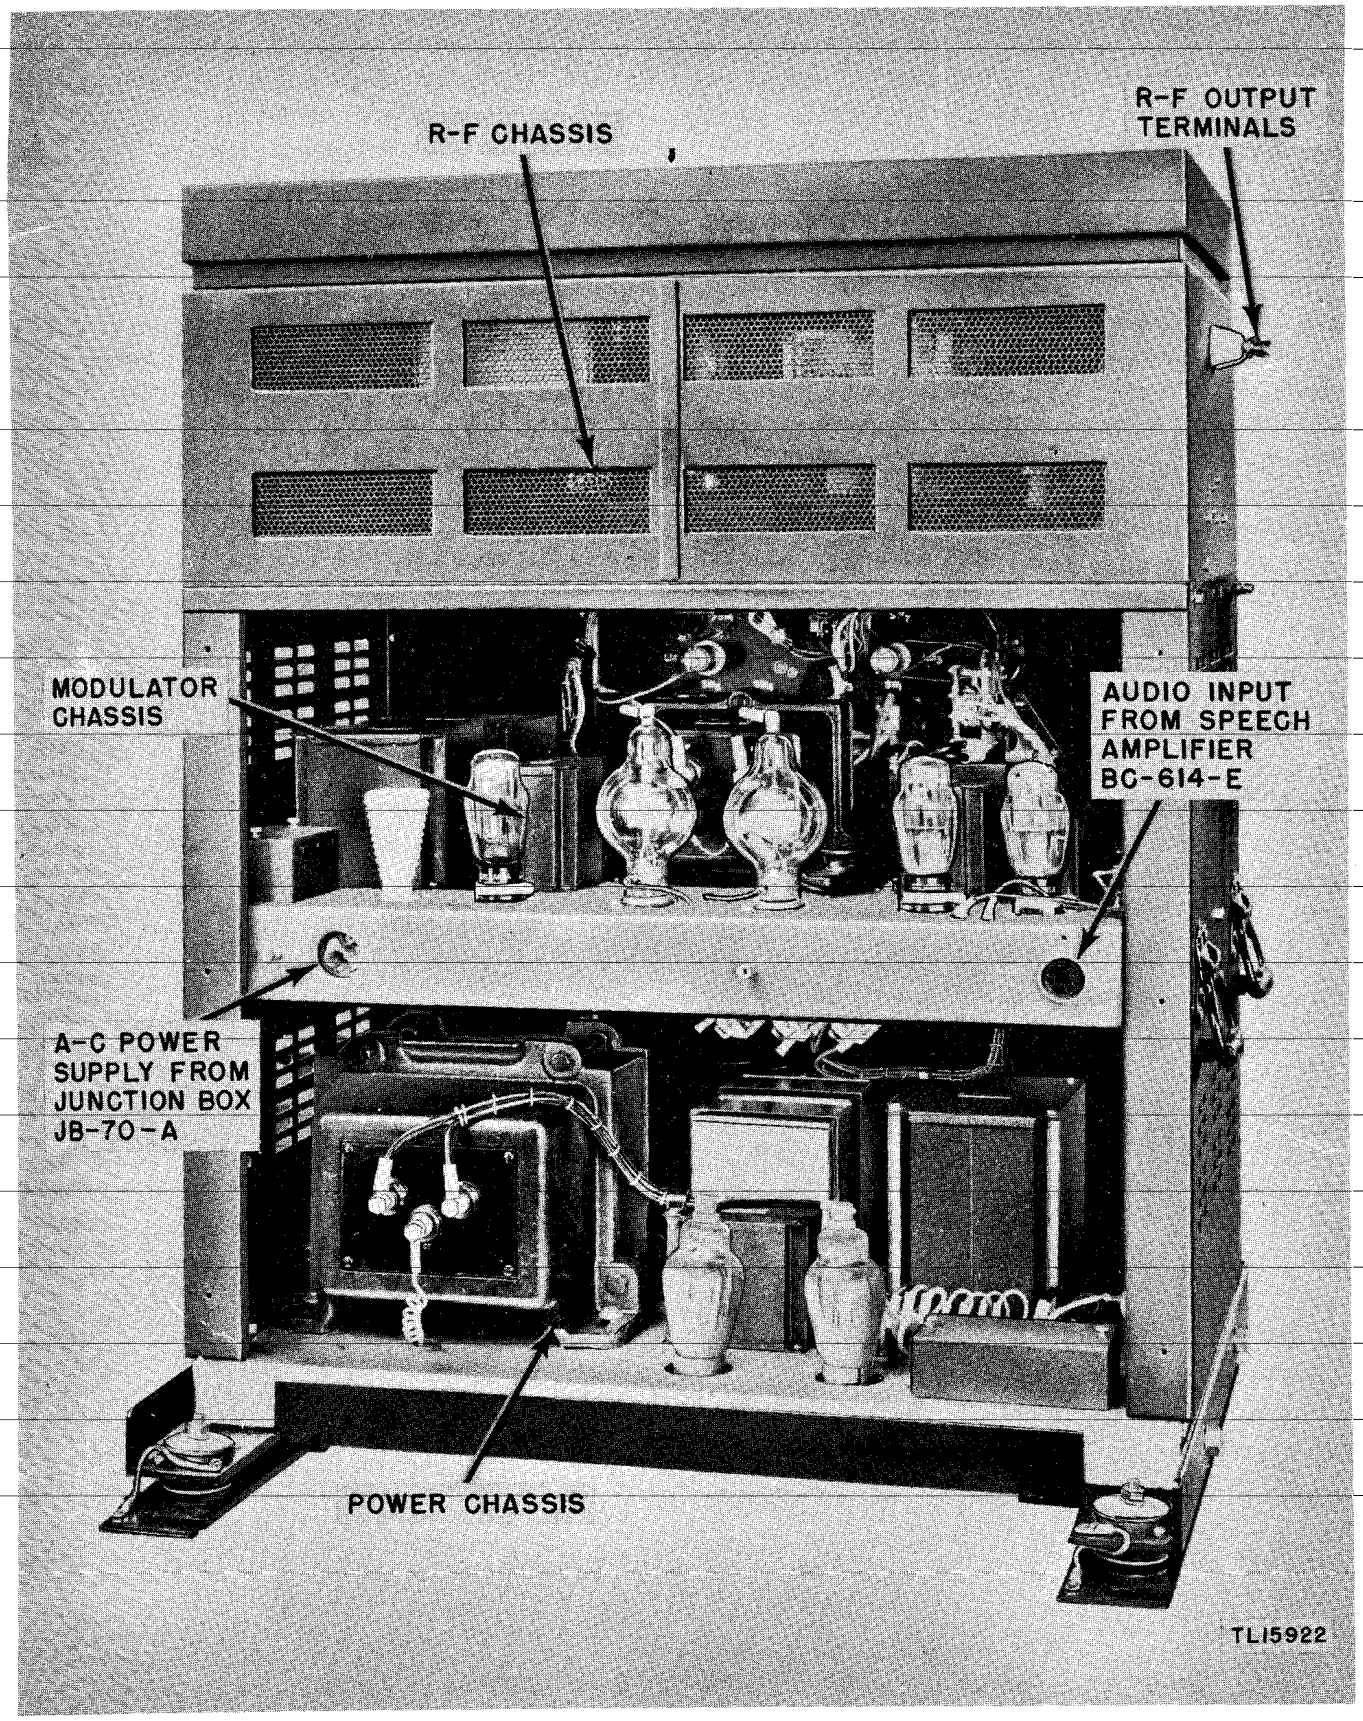

Figure 7. Radio Transmitter BC–610–E chassis assembly—rear view.
7. Radio Transmitter BC–610–E (fig. 7)